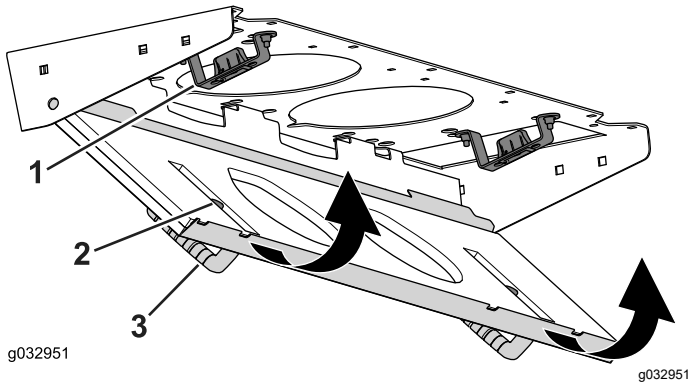

Figur 84
4. Drej filtersigten omkring tapperne, indtil låsen låses fast i låsebeslagsamlingen (Figur 84).